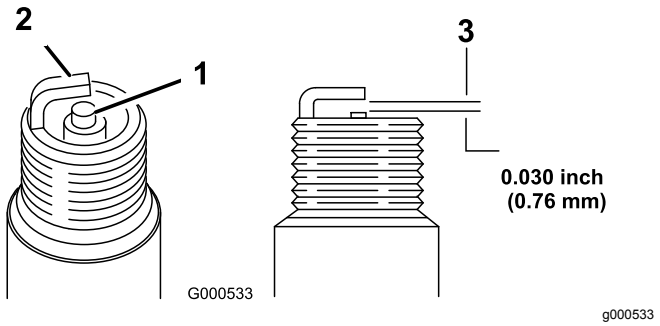

Figur 20
5. Juster åpningen på tennpluggen til 0,76 mm som vist i Figur 20.